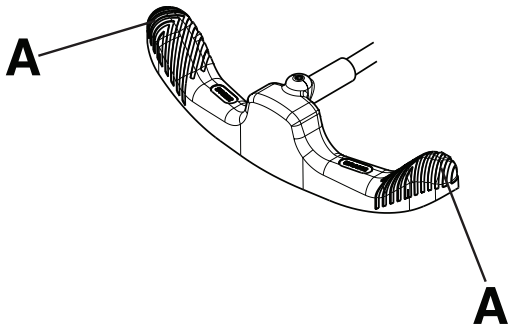

Figura 2 – Funcionamento do pedal de travagem/condução
Nota - Não carregue no centro do pedal de travagem/condução. Carregue sempre para baixo no lado exterior (A) do pedal de travagem/condução (Figura 2).